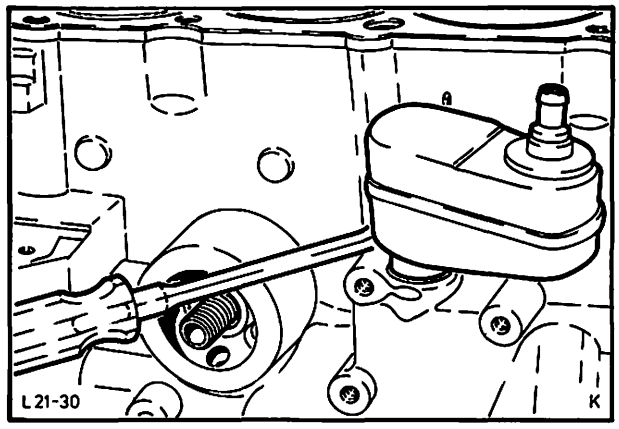

Abb. 39 Ölabscheider mit Hilfe eines Schraubenziehers ausbauen
15. Öldruckschalter abschrauben und Ölabscheider mit Schraubenzieher, Abb. 39, herausdrücken.